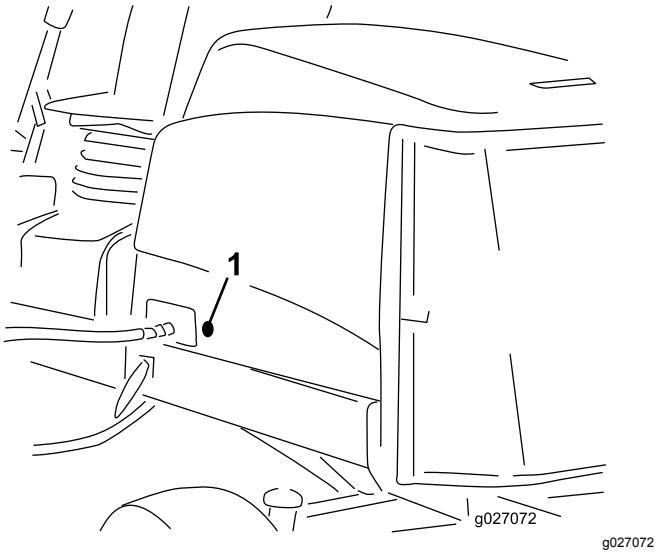

Figur 18
2. Ta bort den gummihylsa som sitter i hålet på motorhuvens vänstra sida (Figur 18).